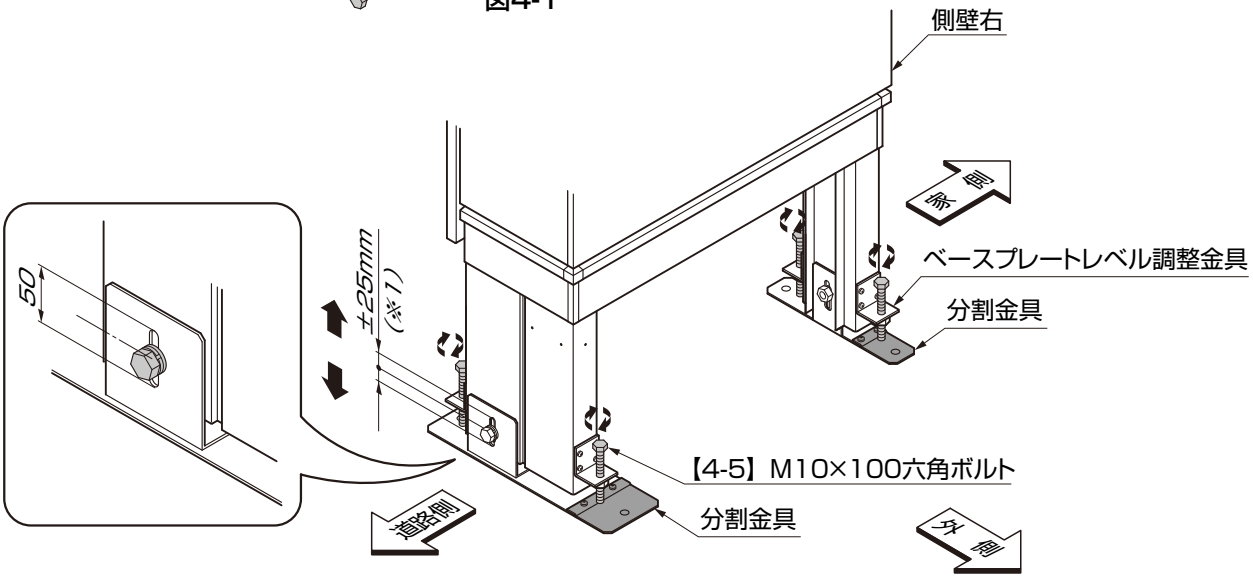

図4-2　ベースプレート調整手順詳細図
④ベースプレートレベル調整金具に上方向から【4-5】を軽くねじ込んでください。（図4-2参照）
●最終的なレベル調整は、「6.基礎コンクリートの施工　6-3 間口寸法と側壁の倒れ調整」時に【4-5】、【4-6】を使って±25mmの範囲（※1）で調整してください。（図4-2参照）